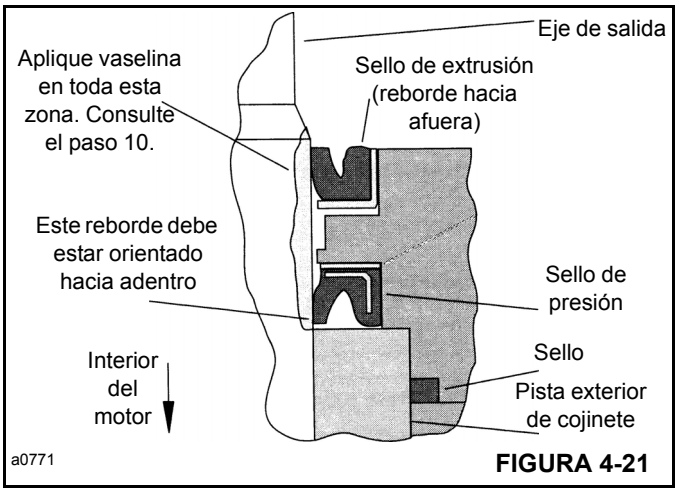

FIGURA 4-21
10. Antes de instalar el conjunto de brida y sello sobre el eje (9, Figura 4-14), coloque un manguito o bala protectora sobre el eje. Luego lubrique el espacio entre el sello de exclusión (2) y el sello de presión (5), así como los rebordes de ambos sellos (consulte la Figura 4-21).